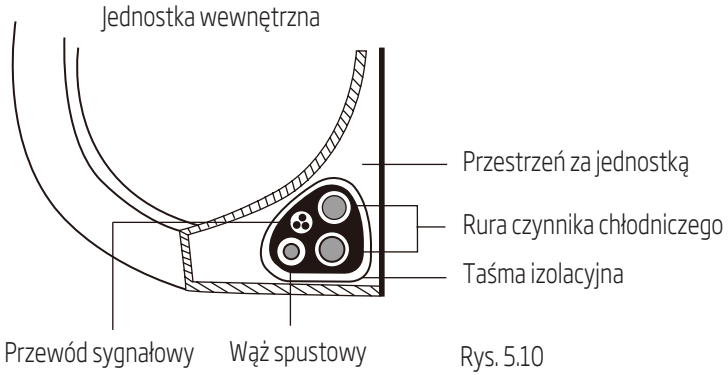

Rys. 5.10
3. Za pomocą taśmy izolacyjnej ściśle owinąć razem przewód sygnałowy, rury czynnika chłodniczego i wąż spustowy. Sprawdzić dokładnie, czy wszystkie elementy są związane razem jak na Rys. 5.10.